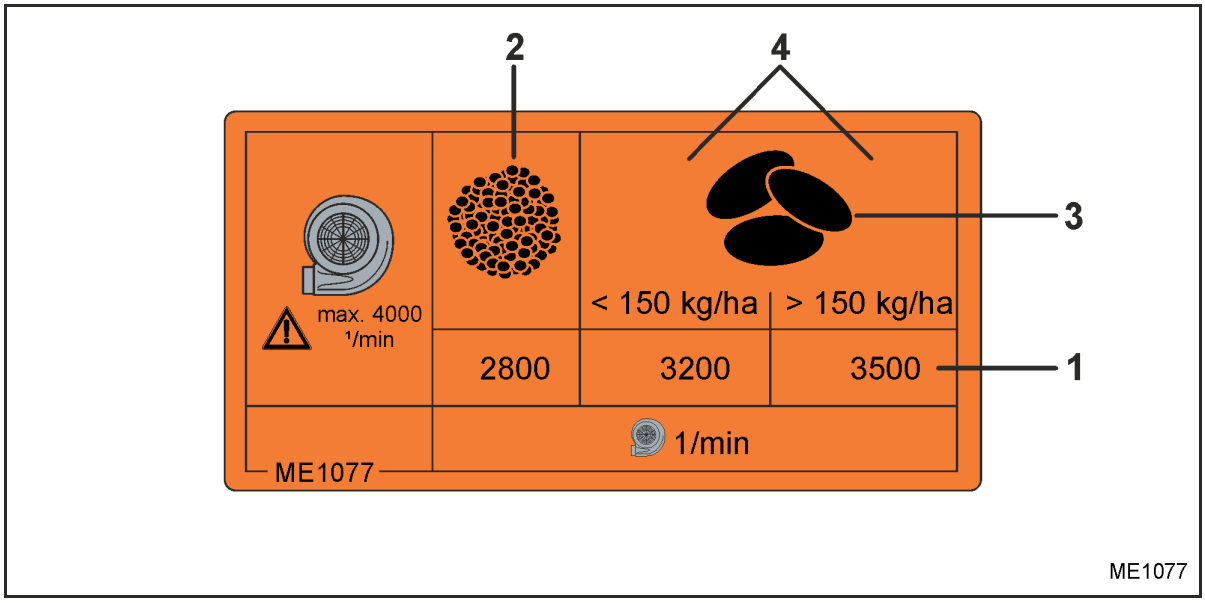

Fig. 46
Die Gebläsedrehzahl bestimmt die erzeugte Luftmenge des Luftstroms. Je höher die Gebläsedrehzahl, desto größer die erzeugte Luftmenge. Die erforderliche Soll-Gebläsedrehzahl der Tabelle (Fig. 46, Seite 66) entnehmen.
Die erforderliche Gebläsedrehzahl (Fig. 46/1) ist abhängig vom Saatgut
- Feinsaatgut (Fig. 46/2),
- Getreide oder Leguminosen (Fig. 46/3) und der Saatmenge (Fig. 46/4).
Saatgut: ..... Getreide (Fig. 46/3)
Saatmenge: ..... 130 kg/ha (Fig. 46/4)
erforderliche Gebläsedrehzahl (Fig. 46/1): 3200 1/min.